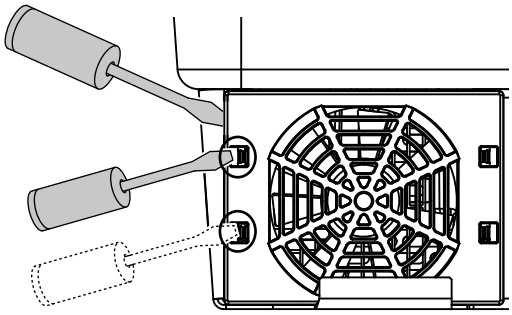

Fig. 64: Soltar as patilhas de fixação
3. Com uma segunda chave de fendas, pressione as patilhas de fixação para o centro do ventilador. Levante ligeiramente a unidade de ventilação. **Fig. 64**